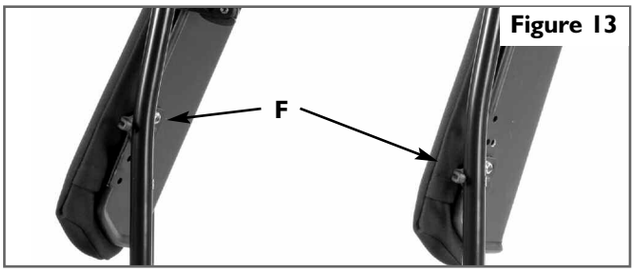

Figure 13
Pour minimiser la perte de profondeur d'assise, placez l'élément de fixation inférieur (F) dans l'un des trous de fixation inférieur, comme le montre la Figure 13. Le couple de serrage recommandé est de 2,8 à 3,4 Nm (25 à 30 po-lb).